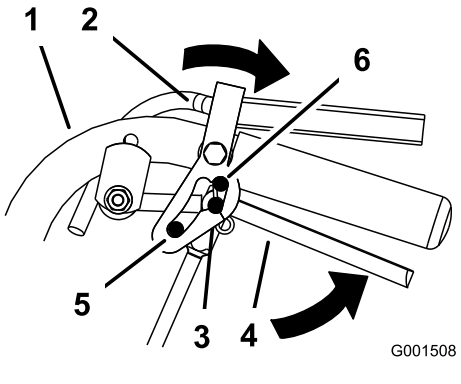

Figuur 8
2. Plaats uw duimen op het bovenste deel van de vergrendelingen, beweeg ze naar achteren tot de NEUTRAALSTAND (Figuur 8).